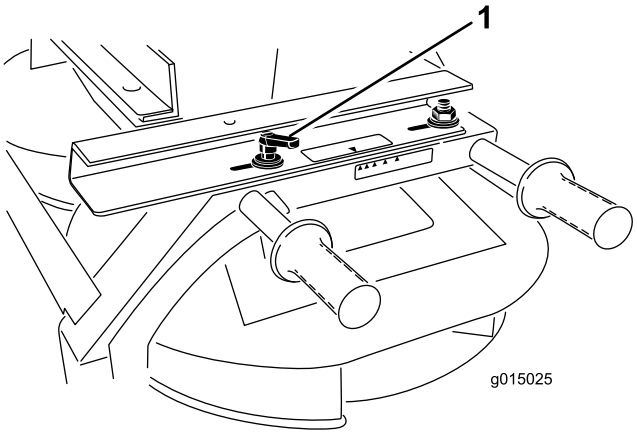

Figur 43
1. Lossa handtagen på varje sida av dubbelspridaren (Figur 43).